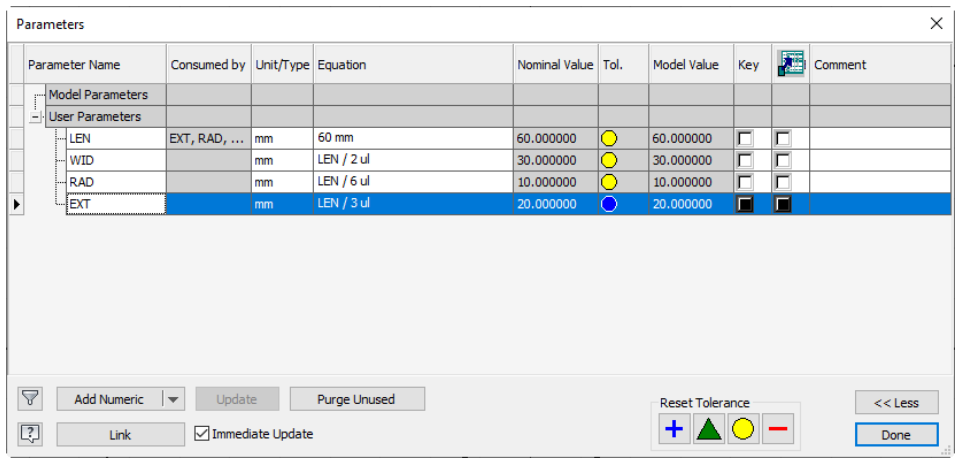

Figure 18-30 *The* ***Parameters*** *dialog box after adding the user-defined parameters*
7. Similarly, create the remaining parameters. The **Parameters** dialog box after creating all the parameters is shown in Figure 18-30. Choose **Done** to exit the **Parameters** dialog box.